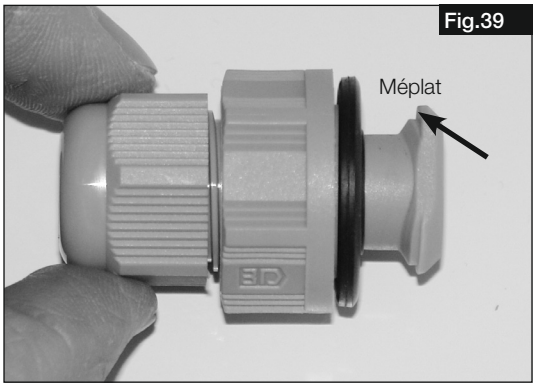

Fig.39
3. Presse-étoupe doté d'un méplat (Fig.39).